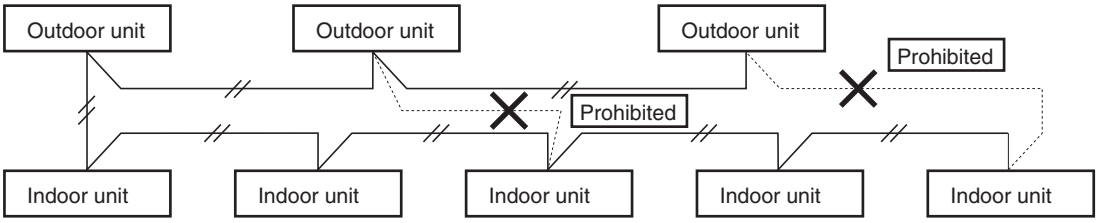

Fig. 2-2
(2) Do not install the inter-unit control wiring in a way that forms a loop. (Fig. 2-2)